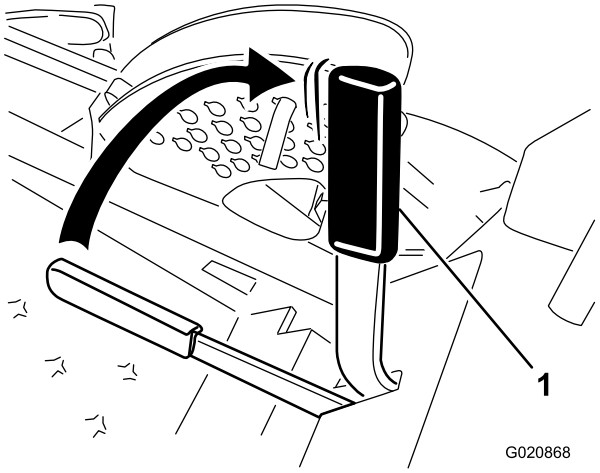

Figuur 13
2. Trek de parkeerrem omhoog en naar achteren om deze in werking te stellen (Figuur 13).